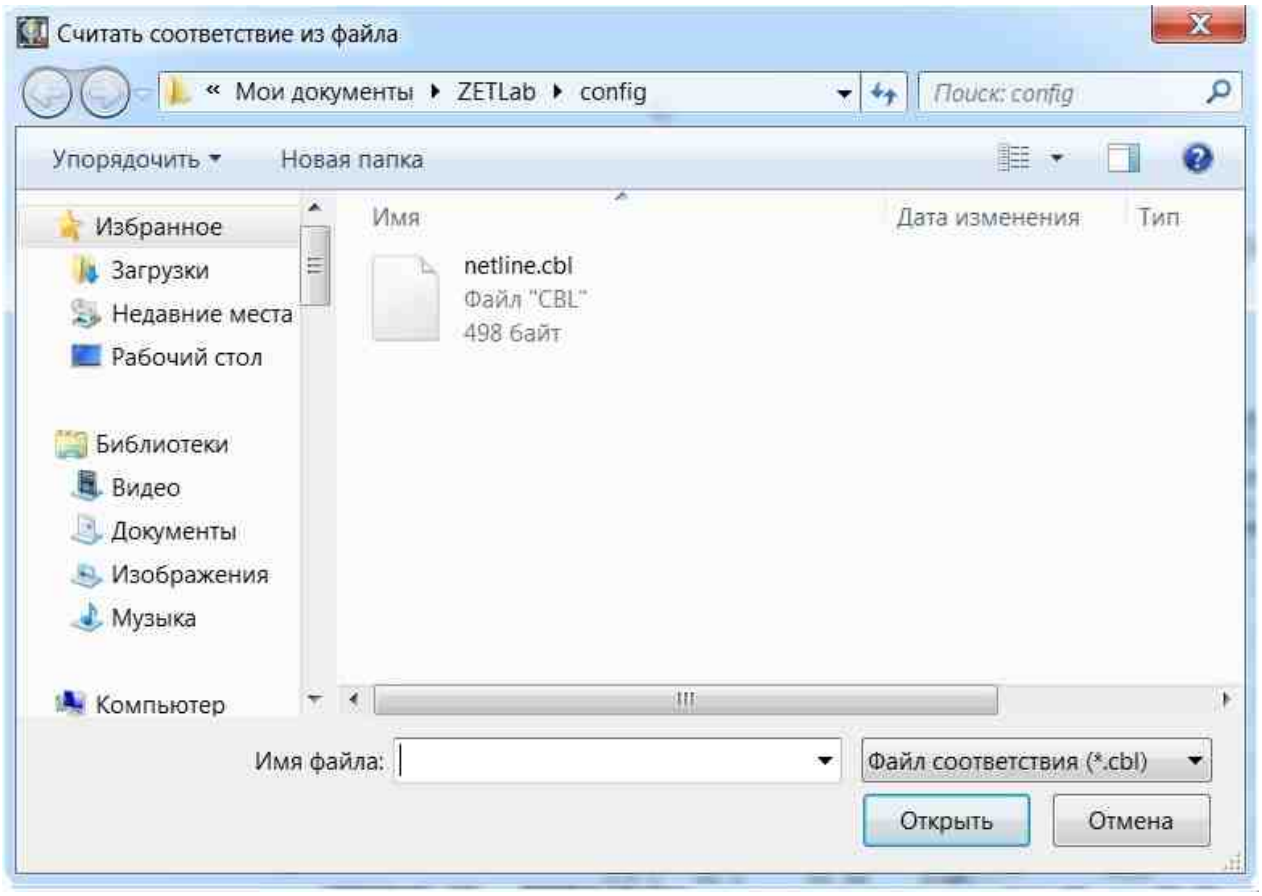

Рис. 3.9 Необходимо выбрать файл и нажать на кнопку «Открыть»
- нажатие на кнопку «Загрузить» позволяет загрузить созданный ранее файл (*Рис. 3.9*). Для этого в окне «Считать соответствие из файла»